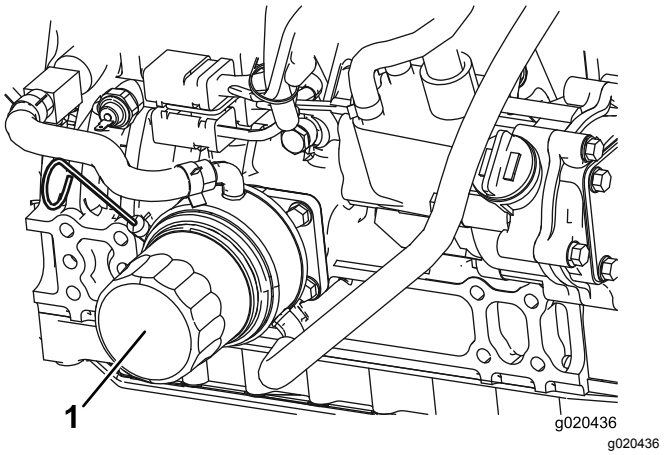

Rysunek 55
2. Wyciągnij filtr oleju (Rysunek 55).